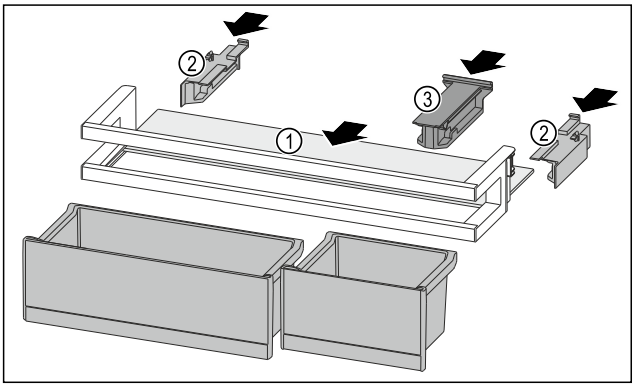

*Fig. 151*
▶ Împingeți în interior raftul *Fig. 151 (1)* în degajările laterale.
▶ Introduceți piesele laterale *Fig. 151 (2)*.
▶ Introduceți piesa de susținere *Fig. 151 (3)*.